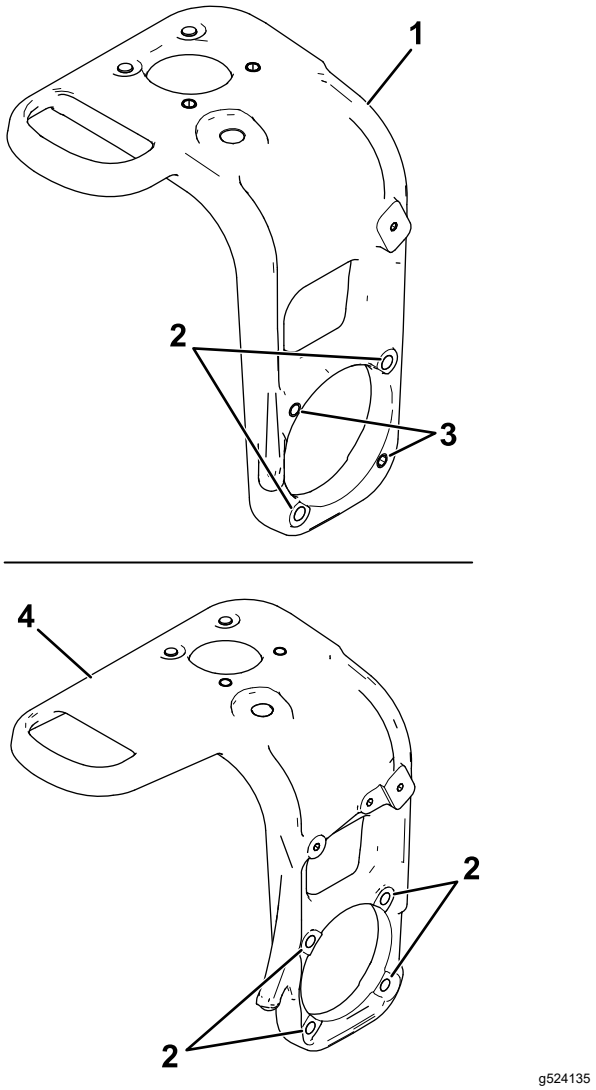

Figura 4
3. Identifique se a sua máquina tem uma forquilha giratória com 4 orifícios roscados ou uma combinação de 2 orifícios roscados e 2 orifícios passantes onde encaixa o conjunto do motor da roda na forquilha da roda giratória (Figura 4).